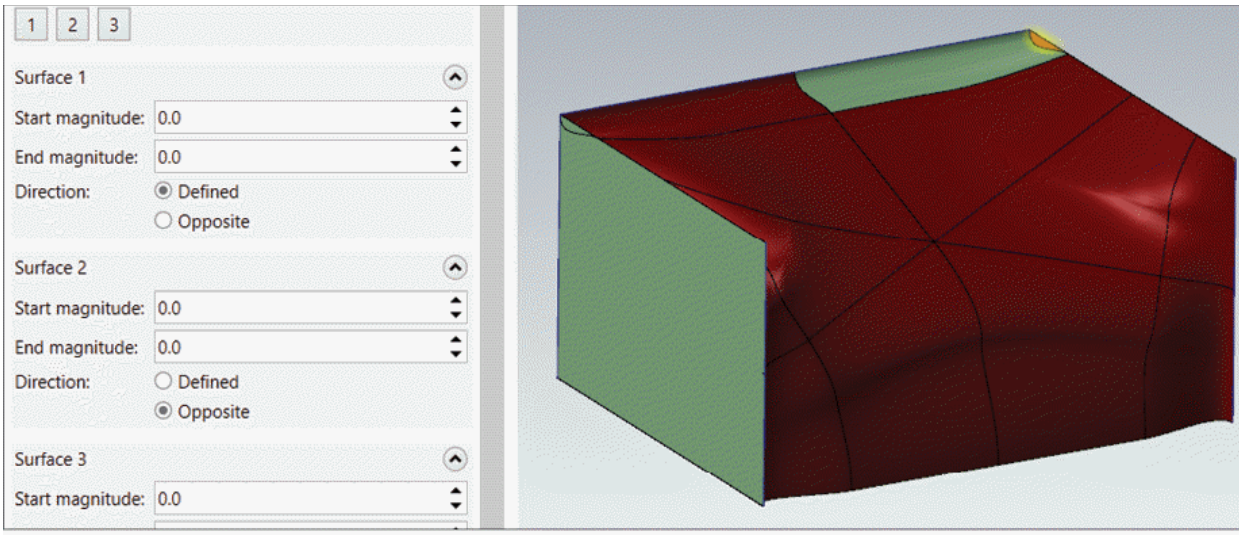

Figure-66. Preview of three surface blend
- Select desired surfaces and define spline direction for the three surfaces. Press **ENTER** after selecting surfaces and defining directions. Preview of the surface will be displayed; refer to Figure-66.